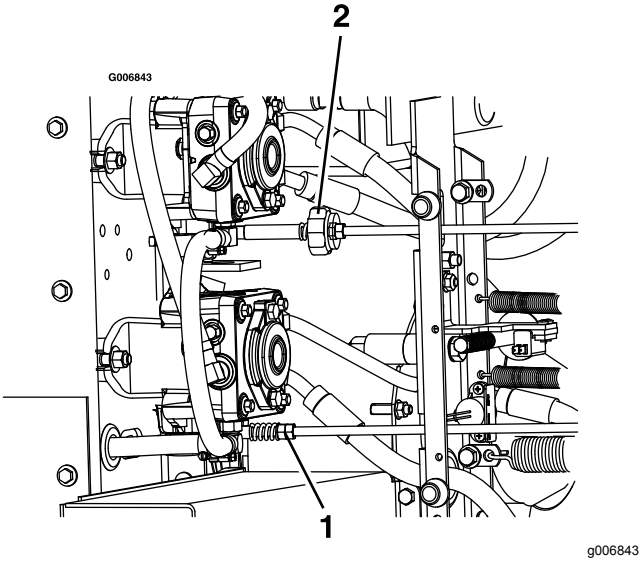

Figur 63
9. For å oppnå NØYTRAL stilling justerer du venstre og høyre pumpekontrollstagforbindelser, som kobler rattet til pumpekontrollarmene, til hjulene stopper eller kryper noe i revers (Figur 63).
11. Juster det høyre pumpeforbindelsesleddet ved å bruke en skrunøkkel til å dreie dobbeltmutterne på enheten (Figur 63).